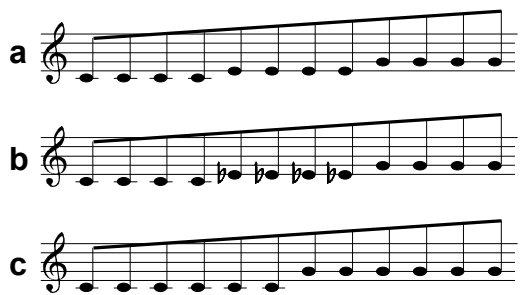

Abb. 4: Dur- bzw. Moll-Akkord-Folge (a,b), Grundton + Quinte (c)
Falls Sie die Position "**Chord**" wählen, erfolgt die Ausgabe von **Akkord-Folgen** (engl. *chord*). Je nach Stellung von Schalter ① wird eine Dur-Akkord-Folge (s. Abb. 4 a) oder eine Moll-Akkord-Folge (s. Abb. 4 b) erzeugt.
In der Position "**Quint**" erfolgt die Ausgabe von **Grundton** und zugehöriger **Quinte** (s. Abb. 4 c).